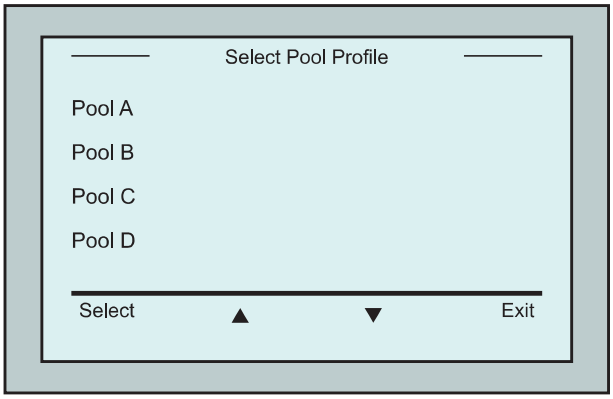

Figuur 5: *Zwembad profiel* scherm
2. Druk op Zwembad A voor toegang tot het *Zwembad profiel* scherm. Het *Zwembad profiel* scherm wordt getoond (Figuur 5).